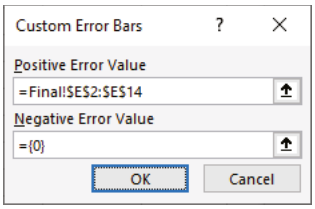

Figure 9.38: The Custom Error Bars dialog for the Prior series
8. On the Custom Error Bars dialog, set Positive Error Value to the data in column E and Negative Error Value to `={0}`. Figure 9.38 shows the Custom Error Bars dialog for the Prior series.